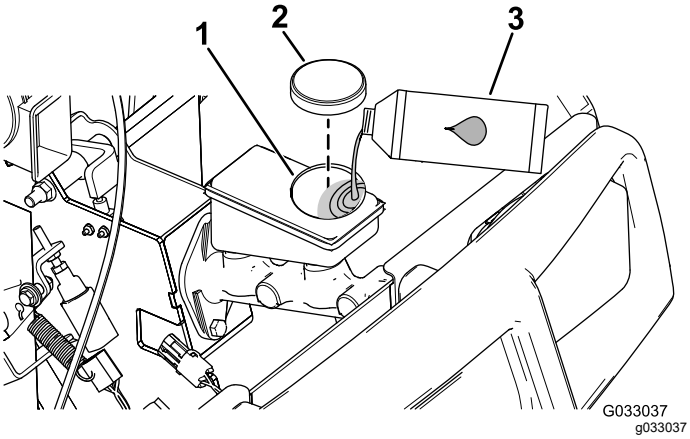

Rysunek 54
4. Unieś maskę, aby uzyskać dostęp do zbiornika i pompy układu hamulcowego (Rysunek 54).
A. Oczyść okolice korka wlewu płynu, a następnie odkręć korek (Rysunek 54).
C. Załóż korek na zbiornik (Rysunek 54).